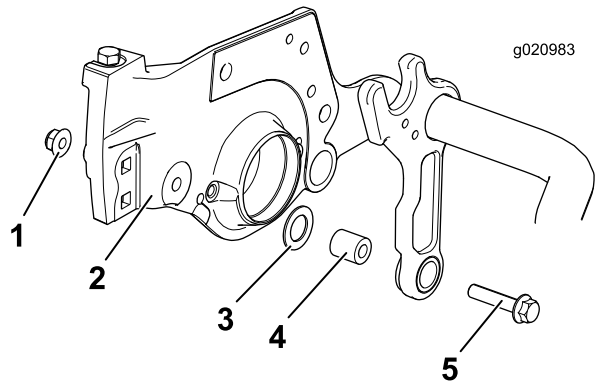

Figur 4
4. Fjern den eksisterende møtrik, flade spændeskive og afstandsbøsning. Kasser afstandsbøsningen, og behold møtrikken og den flade spændeskive (Figur 4).